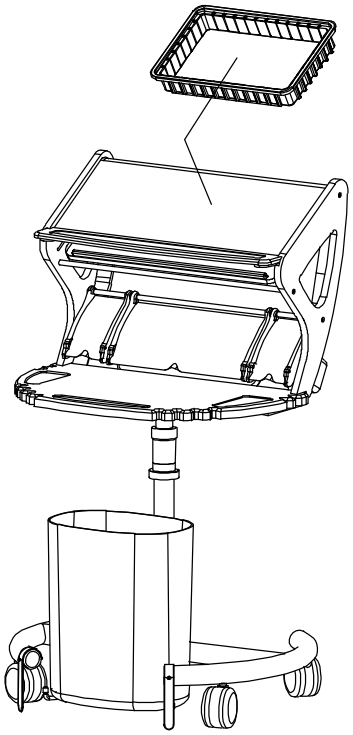

Fig 11.1
1. The Ultra Bin is placed on the top level angled work surface. (Fig 11.1).